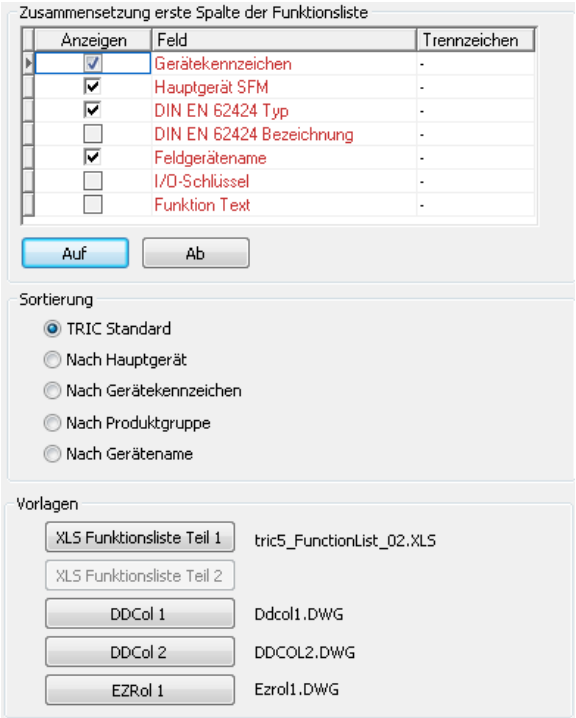

Bild 16.21 – Sortierkriterien für die Funktionsliste
- Hinter jedem Feld – besser: *zwischen* diesem und dem nächsten Feld – können Sie eines oder mehrere beliebige *Trennzeichen* eintippen (Abb. 16.21).
Durch Wahl einer Option können Sie für das Projekt einen Vorgabewert für die Sortierung der Funktionsliste bestimmen. Die Sortierung nach *TRIC Standard* ist voreingestellt (Abb. 16.21).
Hier wählen Sie die Vorlagen für die Erstellung der Funktionsliste (Abb. 16.21):